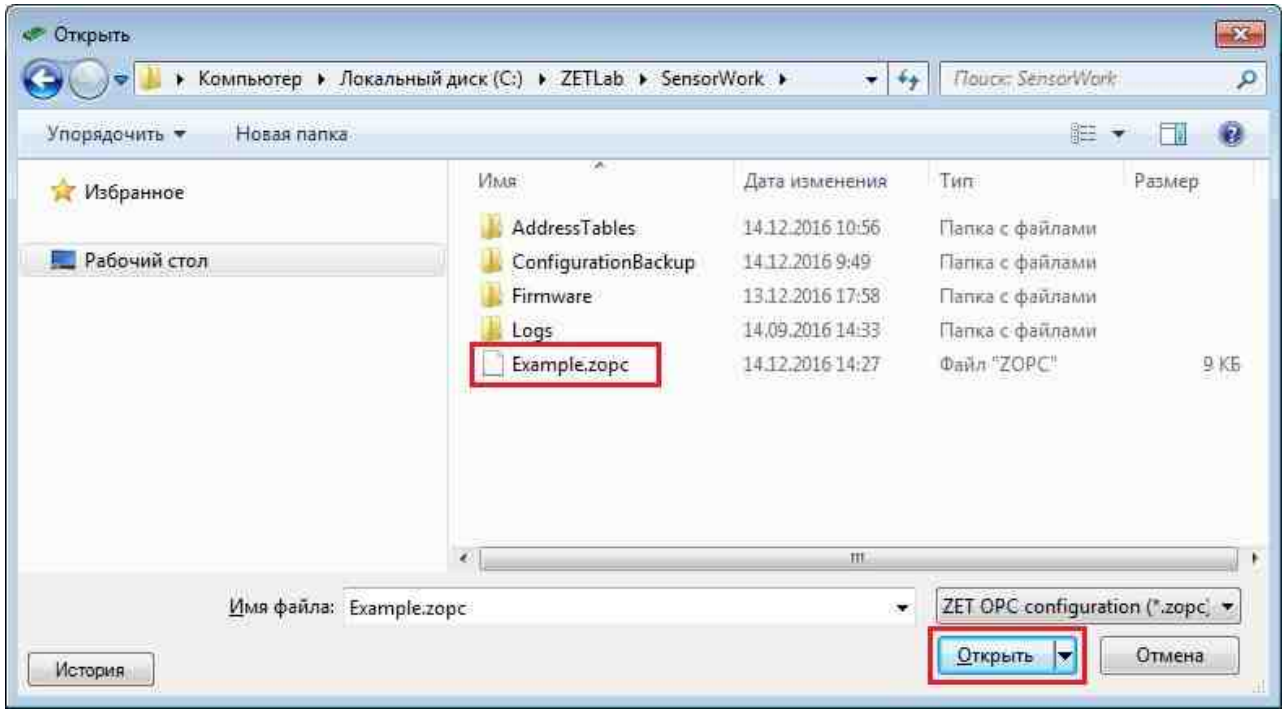

Рис.8.6 Окно «Открыть»
7. В открывшемся окне «Открыть» следует выбрать ранее созданный файл конфигурации и активировать кнопку «Открыть» (*Рис.8.6*).